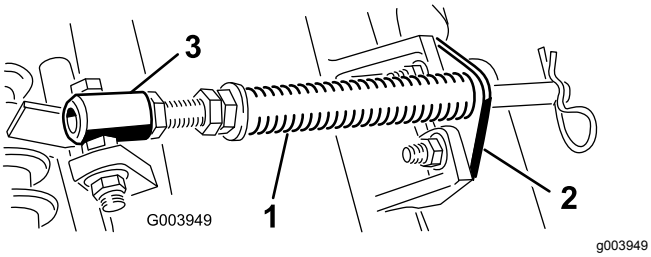

Figur 5
A. Fjern de to låseskruene og mutterne som fester stangbraketten til klippeenhetstappene (Figur 5).
B. Fjern flensmutteren som fester skruen på røret for fjær til bærerammetappen (Figur 5). Fjern enheten.